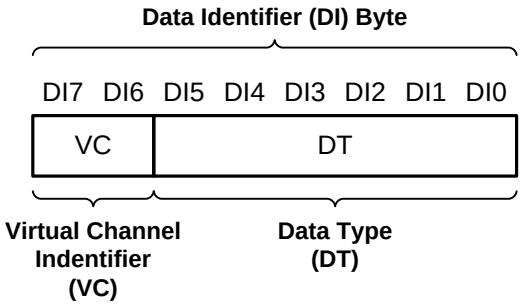

図 33. CSI-2 Data Identifier Structure
The DS90UH940N-Q1 MIPI CSI-2 protocol interface transmits the data identifier byte containing the values for the virtual channel ID (VC) and data type (DT) for the application specific payload data, as shown in 図 33. The virtual channel ID is contained in the two MSBs of the data identifier byte and identify the data as directed to one of four virtual channels. The value of the data type is contained in the 6 LSBs of the data identifier byte.